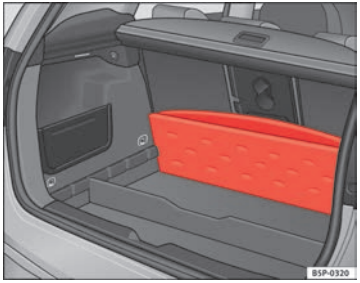

Fig. 104 Variable luggage compartment floor storage compartment
– Lift the luggage compartment floor and fold it back all the way ⇒ Fig. 104.